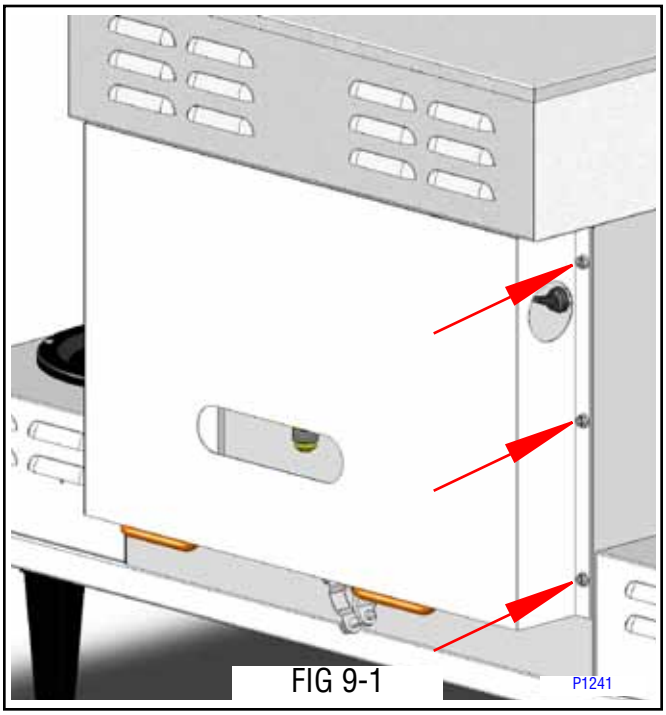

FIG 9-1
1. Remove six screws securing rear utility cover (if equipped). FIG 9-1